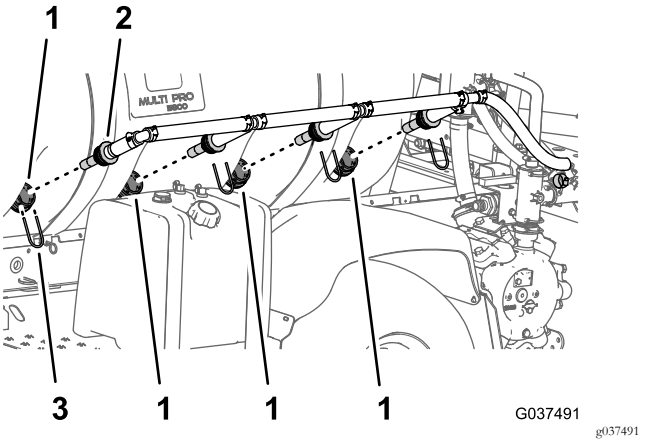

Figura 33
3. En el lateral del depósito, retire las 4 horquillas de retención que sujetan las boquillas de agitación al pasamuros del tabique del depósito (Figura 33).
5. Retire las boquillas y las mangueras correspondientes de la máquina (Figura 33).